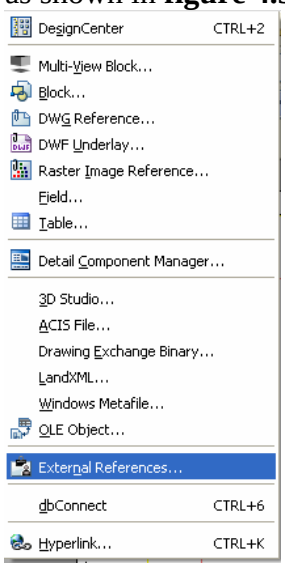

Figure 4.3.2
2. Type Xref in the command line or go to the Insert menu and click on External References, as shown in **figure 4.3.2**